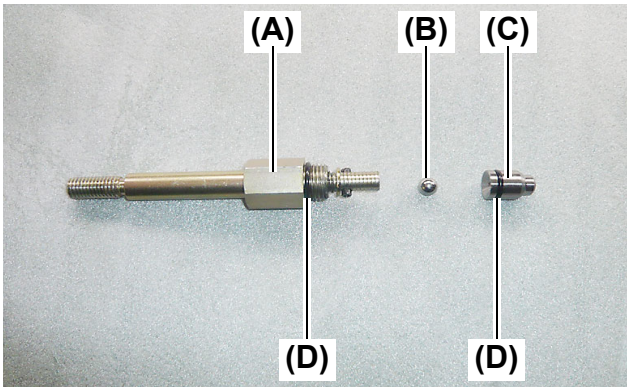

Fig. 14
16.Remove the shaft guide **(Fig. 14, (A))** of the hydraulic flow control / stop valve.